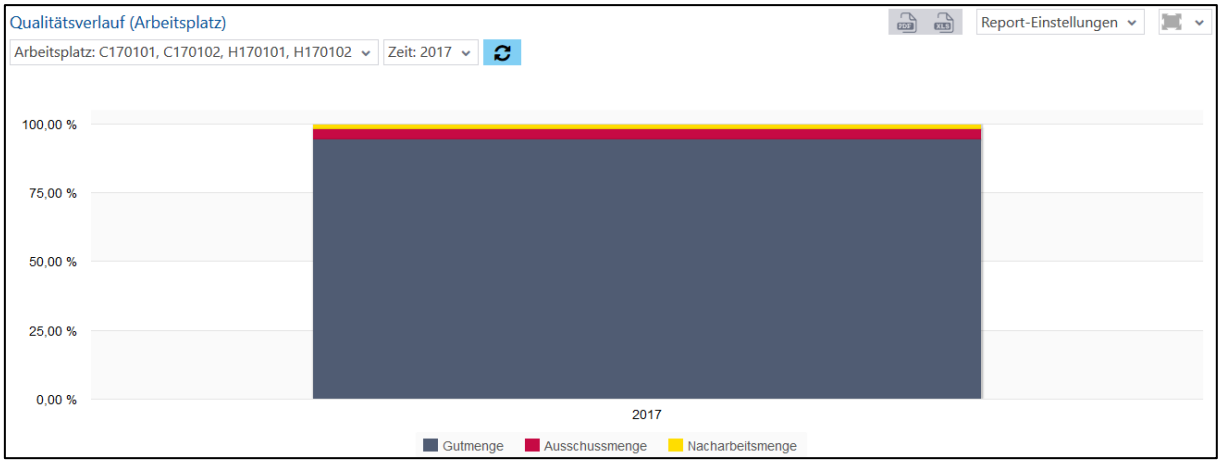

**Bild 105: Qualitätsverlauf (Arbeitsplatz) als Säulendiagramm**
- Qualitätsverlauf (Arbeitsplatz) als Säulendiagramm (Bild 105):